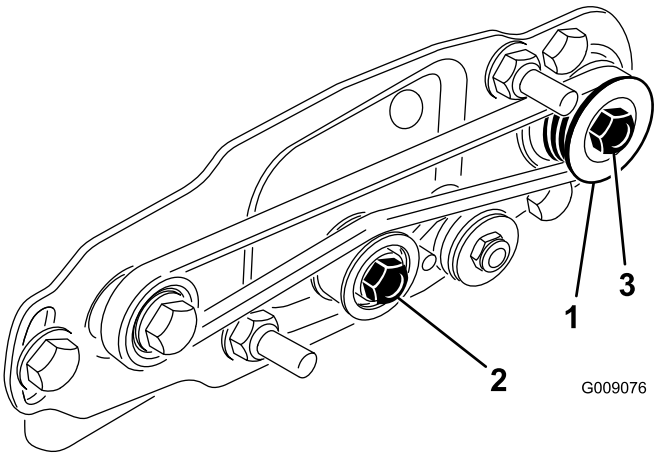
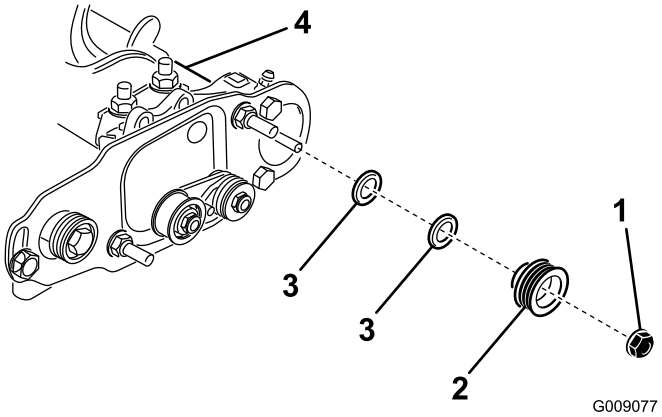

Figura 23
Figura 24
1. A polia acionada (no eixo da escova do rolo) pode-se movimentar para dentro ou para fora (Figura 23).
2. Rodando o cilindro, que por sua vez roda a polia de transmissão, levante a correia da polia de transmissão (Figura 23).
3. Retire a porca de retenção de 5/16 polegada que fixa a polia acionada ao eixo da escova (Figura 23 ou Figura 24).
4. Retire a polia acionada do eixo (Figura 24).
5. Se a polia necessita de sair mais, adicione um espaçador de 0,8 mm de espessura (Figura 24). Se a polia necessita de entrar mais, remova o espaçador existente de 0,8 mm de espessura.